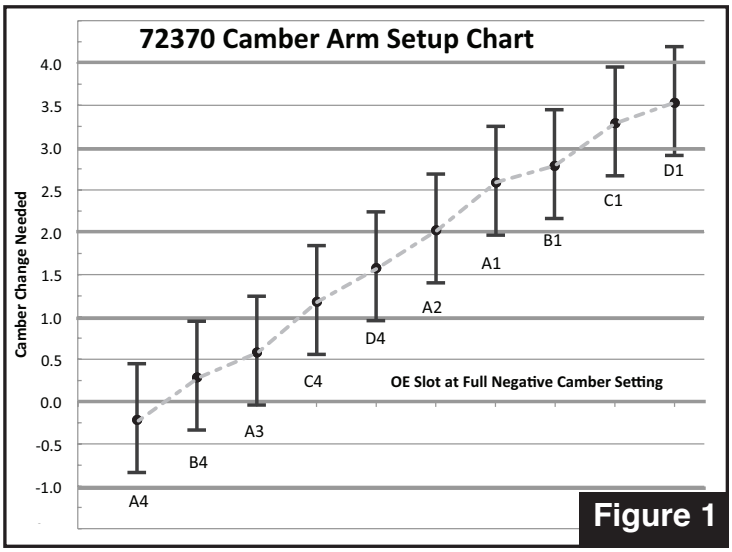

Figure 1
3. Use ***Figure 1*** to choose which letter-number combination will give camber change needed per side to adjust vehicle to desired spec.